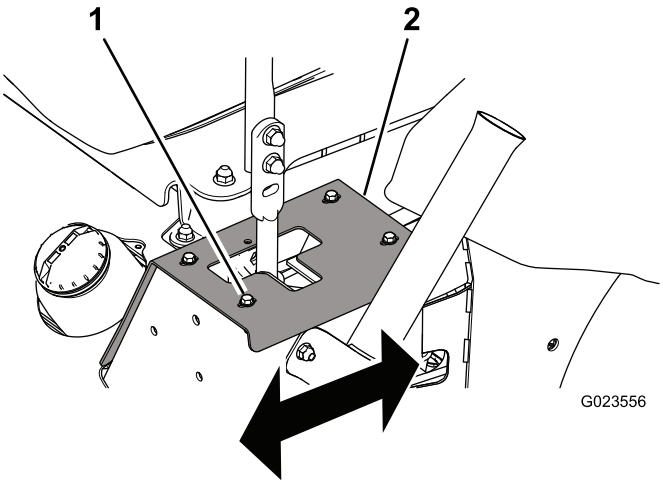

Figur 56
- Hvis maskinen sporer til høyre, må du løsne boltene og justere den venstre stopplaten til maskinen sporer rett fremover (Figur 56).
- Hvis maskinen sporer til venstre, må du løsne boltene og justere den høyre stopplaten til maskinen sporer rett fremover (Figur 56).
1. Skrue (4)
5. Stram boltene for å feste stopplaten (Figur 56).